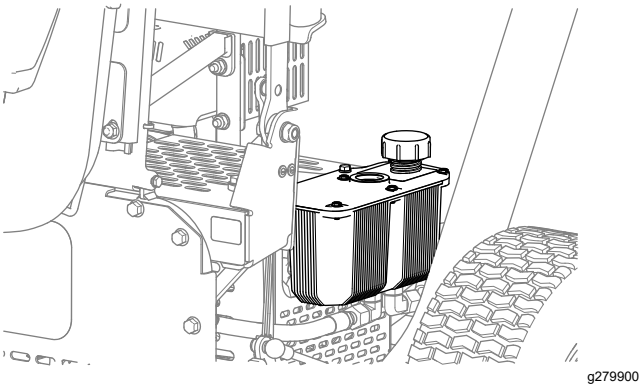

Рисунок 38
2. Снимите крышку гидравлического бака (Рисунок 38).
4. Установите на место крышку бака (Рисунок 38).